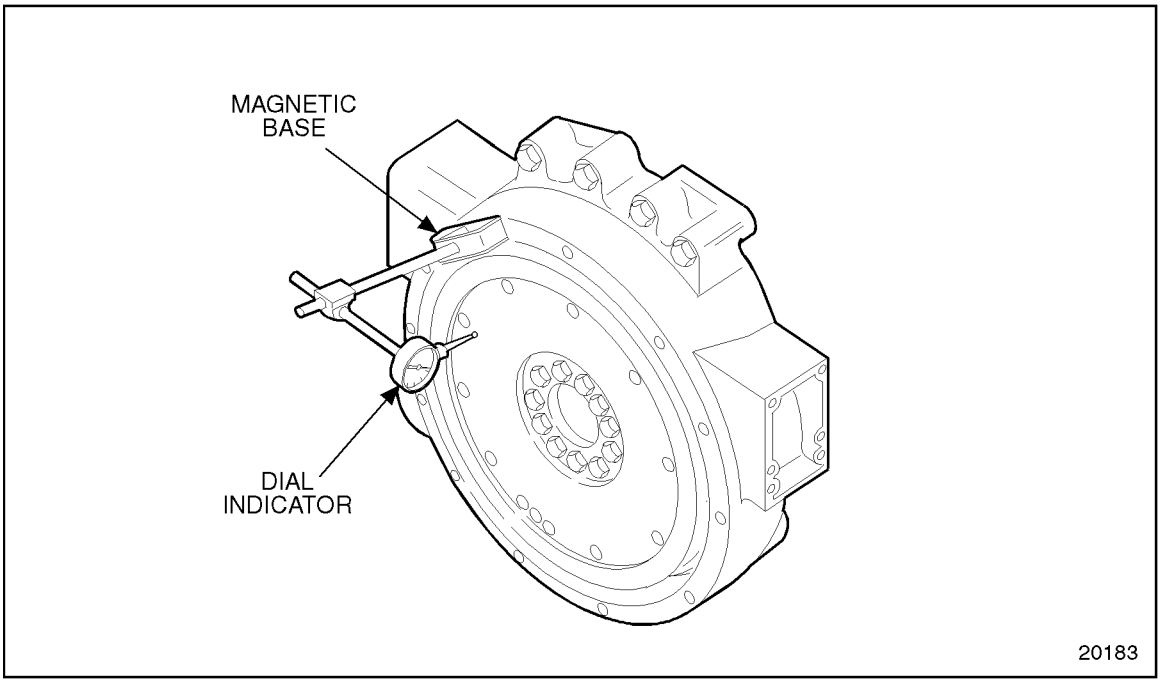

Figure 1-249 Measuring Flywheel Run-out
11. Mount a dial indicator with a magnetic base on the flywheel housing. See Figure 1-249.